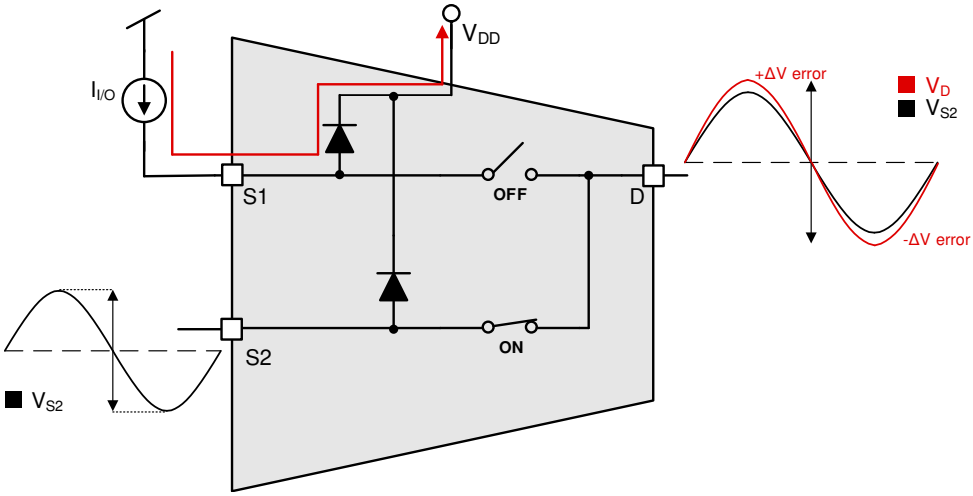

**图 9-2. Injected Current Impact on $R_{ON}$**
**Change in $R_{ON}$ due to Current Injection**: because the ON resistance of the enabled FET switch is impacted by the change in the supply rail, when the drain pin voltage exceeds the supply voltage by more than a VT, an error in the output signal voltage can be expected. This undesired change in the output can cause issues related to false trigger events and incorrect measurement readings, potentially compromising the accuracy and reliability of the system. As shown in 图 9-2, S2 is the enabled signal path that is conducting a signal from S2 pin to D pin. Because there is an injected current at the disabled S1 pin, the voltage at that pin increases above the supply voltage and the ESD protection diode is forward biased, shifting the power supply rail. This shift in supply voltage alters the $R_{ON}$ of the internal FET switches, causing a ΔV error on the output at the D pin.